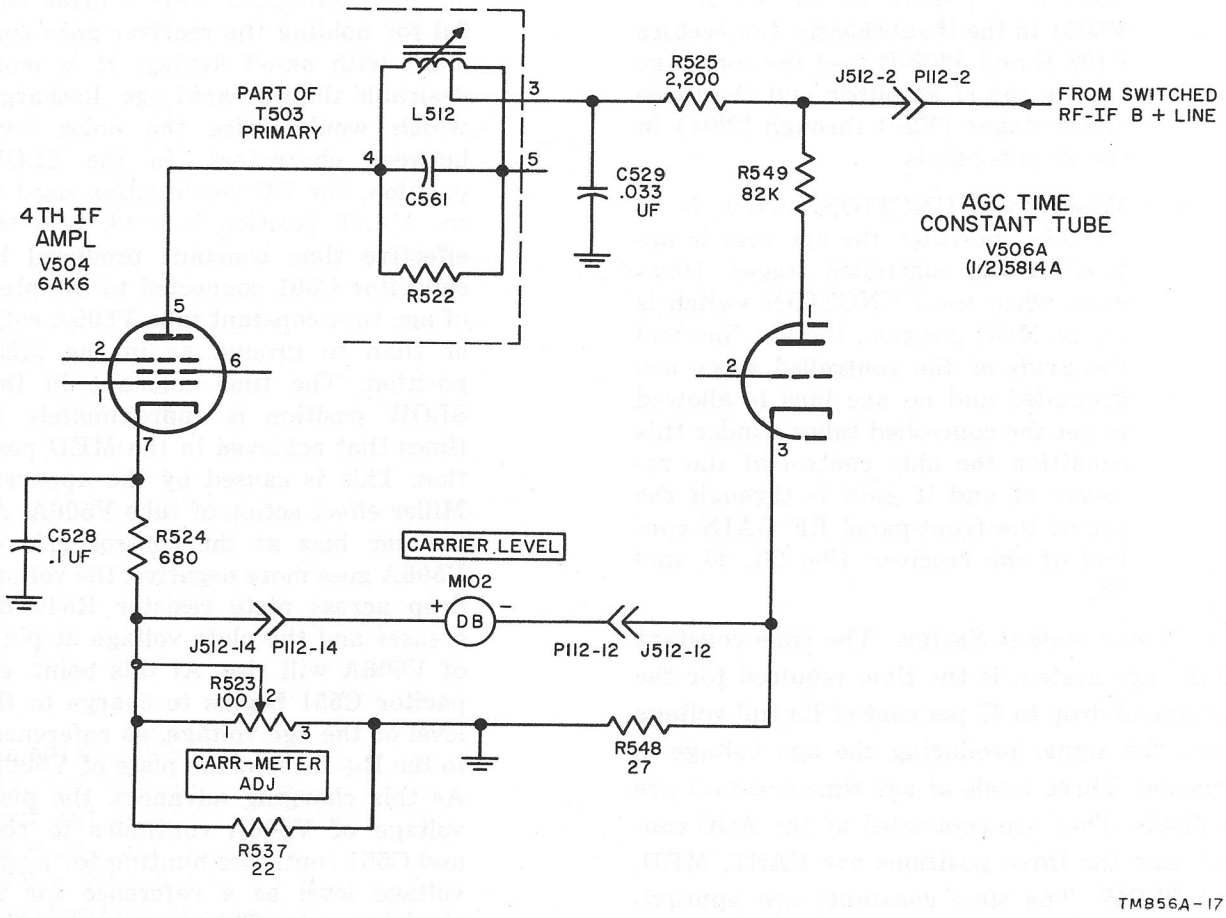

Figure 40. CARRIER LEVEL meter circuit, simplified schematic diagram.
(1) *FAST.* In the FAST position, the ability of the agc circuits to follow fast-fading rf signals is maximum. With the AGC switch in this position the time constant depends upon the resistance-capacitance (RC) combination of R546 and C547, and R547 and C548, as well as each of the agc decoupling circuits for the individual controlled stages.
d. CARRIER LEVEL Meter Circuit (fig. 40 and 41). CARRIER LEVEL meter M102 indicates the relative strength of the incoming rf signal and is useful in tuning and calibrating the receiver. The meter is connected across agc time-constant tube V506A, cathode resistor R548, and two cathode resistors of fourth if amplifier tube V504. These two cathode resistors of V504 consist of CARR-METER ADJ potentiometer R523 and R537 in parallel. The remainder of the CARRIER LEVEL meter circuit is so arranged to form a bridge circuit with the meter connected to read the bridge unbalance. In the absence of an incoming rf signal and with the RF GAIN control fully